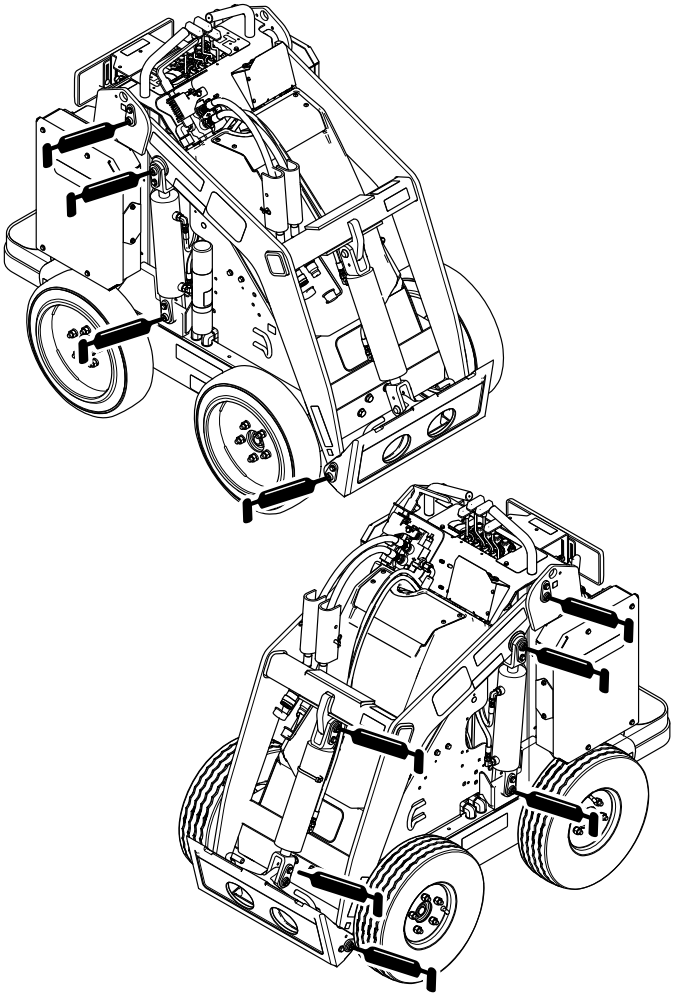
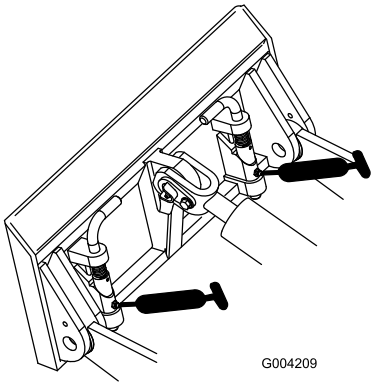

Rysunek 30
Rysunek 31
4. Podłącz smarownicę do obu smarowniczek (Rysunek 30 i Rysunek 31).